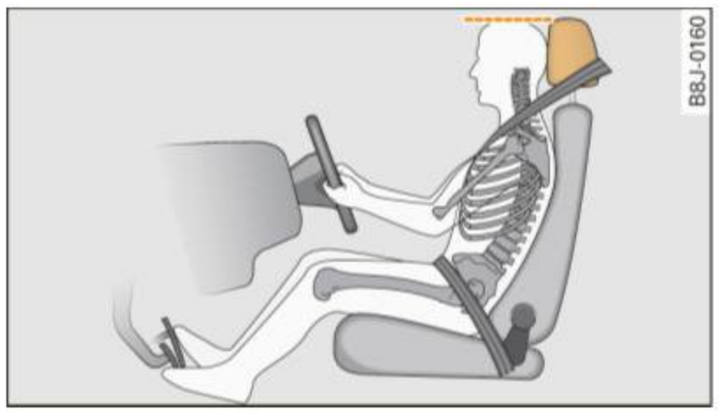

Fig. 125 Correct head restraint position for driver
- Adjust the head restraint so that the upper edge is as even with the top of your head as possible but no lower than eye level and so that it is as close to the back of your head as possible ⇒ fig. 125.